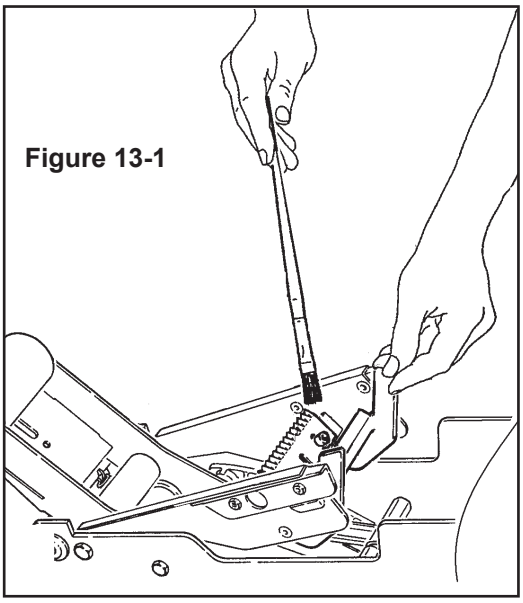

Figure 13-1
- Should tape adhesive buildup occur, carefully wipe clean with oily cloth or brush. Oil prevents the buildup of tape adhesive **(Figure 13-1).**